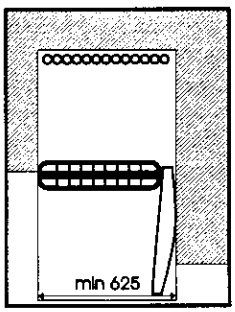

Рис.5.
5.5. С открытой дверью прибор занимает больше места в ширину, поэтому необходимо оставить достаточное расстояние между той стороной прибора, где расположены петли, и стеной (см. рис. 5).
5.7. Прибор имеет встроенные в боковые стенки конденсаторы, которые при работе компрессоров нагреваются, поэтому если модель BKF составляется с другим прибором, то между ними должно быть расстояние не менее 50 мм. Для обеспечения циркуляции воздуха вокруг прибора надо оставить свободное место над ним 100 мм (см. рис. 5а).
Рис.5а
Рис.5б